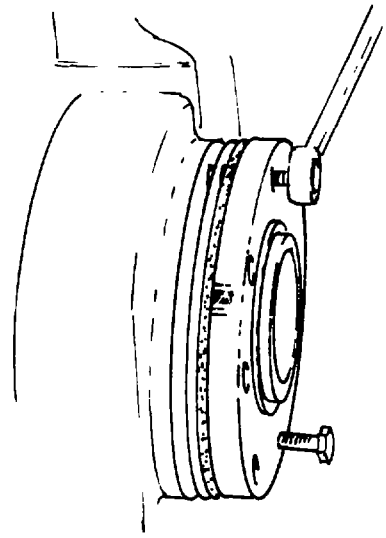

Fig. 286 — Removing Bearing Retainer
c. Place a block of wood in the carrier housing to support the pinion shaft assembly, then install 1/2 in. — 13 UNC bolts into the threaded holes in the bearing retainer and turn the bolts evenly and alternately until the bearing retainer is free from the carrier housing (see fig. 286).